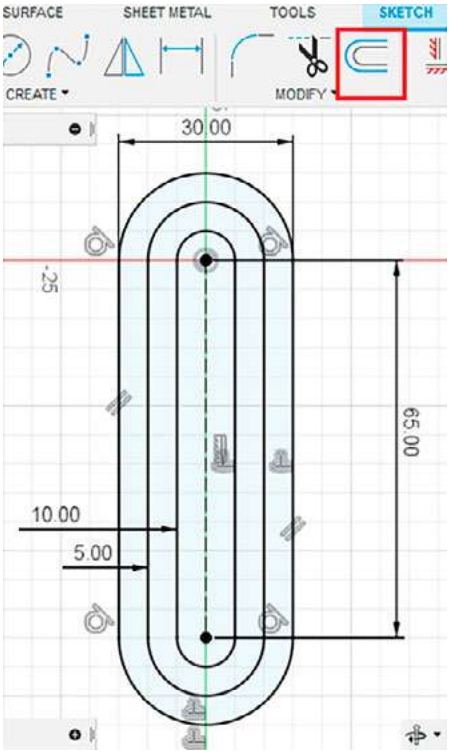

Рис. 6
2.5. Повторите операцию OFFSET, сместив внешний контур на 10 мм внутрь профиля (рис. 6).